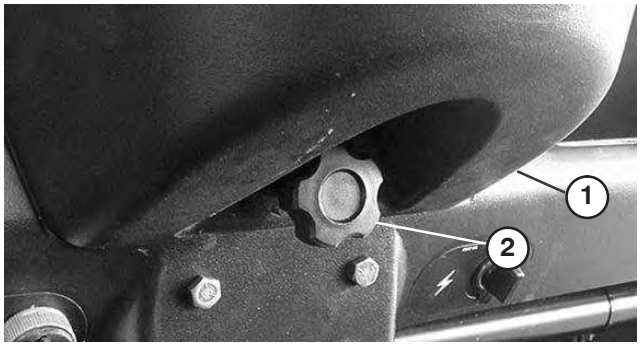

Bild 20
2. Lösen Sie das Handrad, mit dem der Getränkehalter am Armaturenbrett befestigt ist (Bild 20). Nehmen Sie den Getränkerhalter vom Armaturenbrett ab.